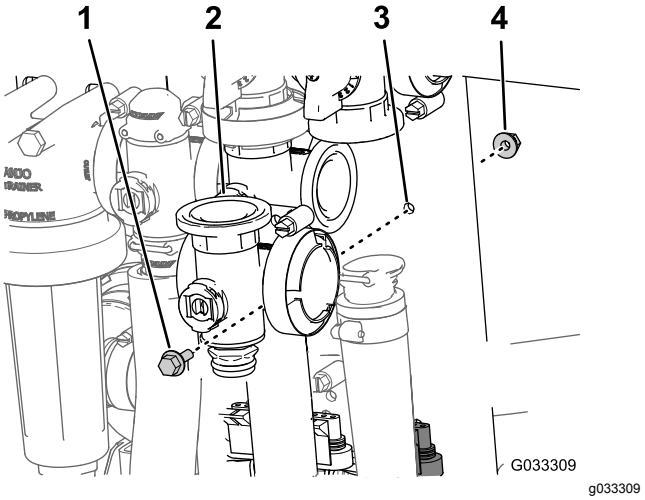

Figur 72
3. Afmonter flangehovedbolten og flangelåsemøtrikken, der fastgør hovedsektionsventilen til ventilbeslaget, og afmonter ventilmanifolden fra maskinen (Figur 72).